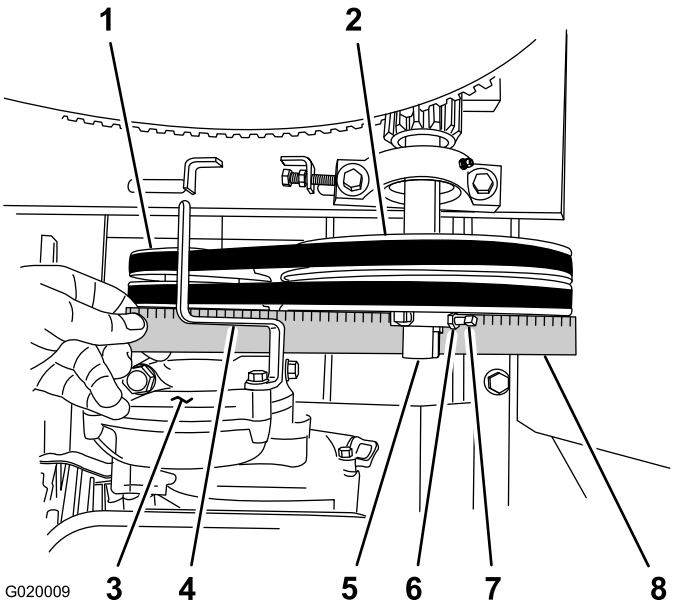

Figure 72
D. Align a straightedge across the engine pulley and the idler pulley (Figure 72).
E. If needed, pivot the engine on the engine deck until the engine pulley and the idler pulley are aligned to the straightedge (Figure 72).